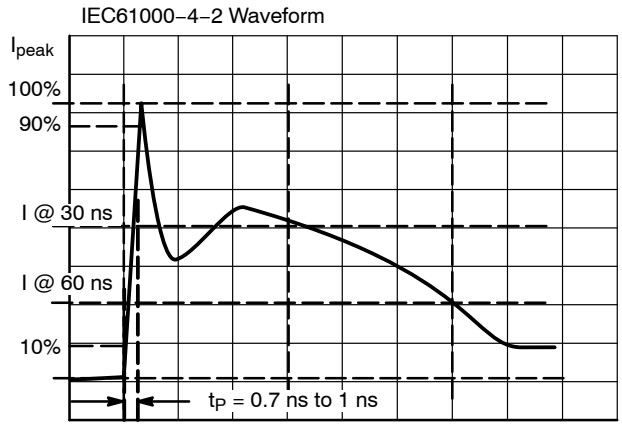

Figure 4. IEC61000−4−2 Spec
1. For test procedure see Figures 4 and 5 and application note AND8307/D.